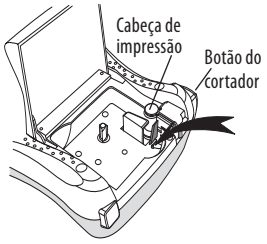

Figura 6
2. Prima e segure o botão do cortador para expor a lâmina de corte. Ver Figura 6.
3. Limpe suavemente o lado acolchoado da ferramenta ao longo da cabeça de impressão. Ver Figura 6.